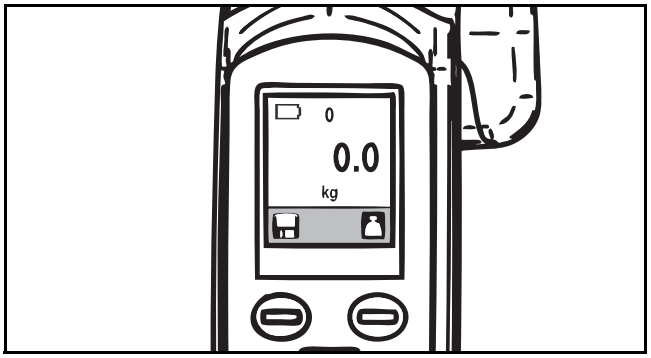

Fig. 61
2) Hvis sejlet allerede er blevet hægtet på afstandsbøjlen ved start, er MAXI MOVE allerede blevet nulstillet automatisk og har taget sejlets vægt i betragtning (se Fig. 61).